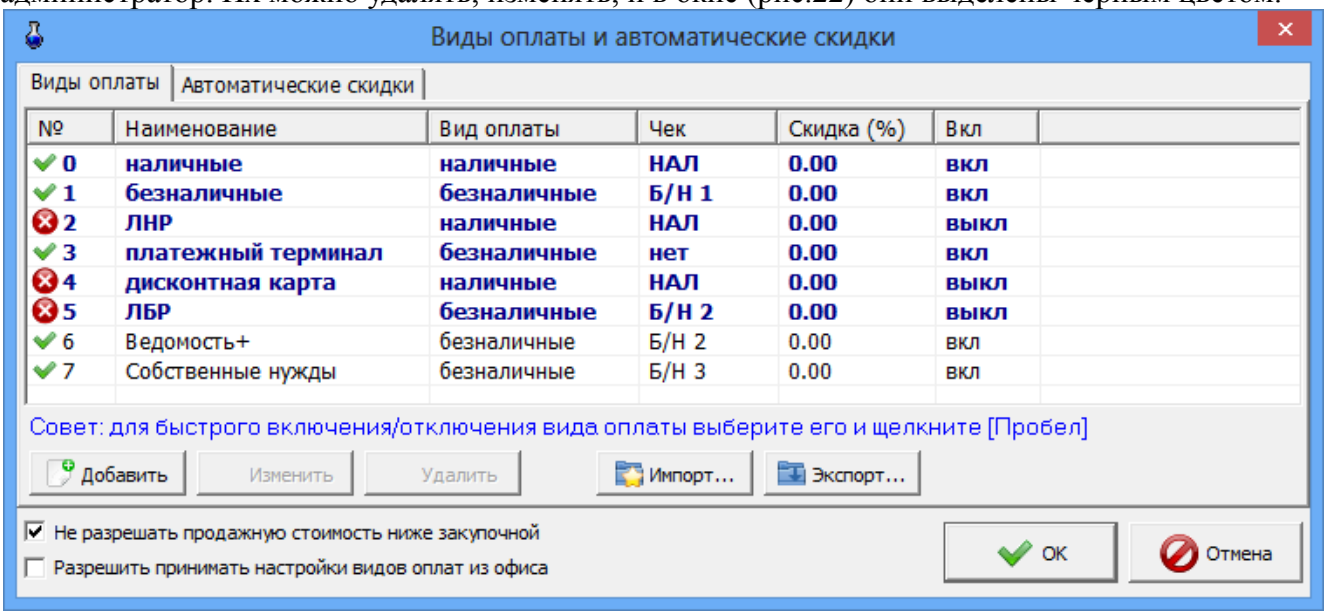
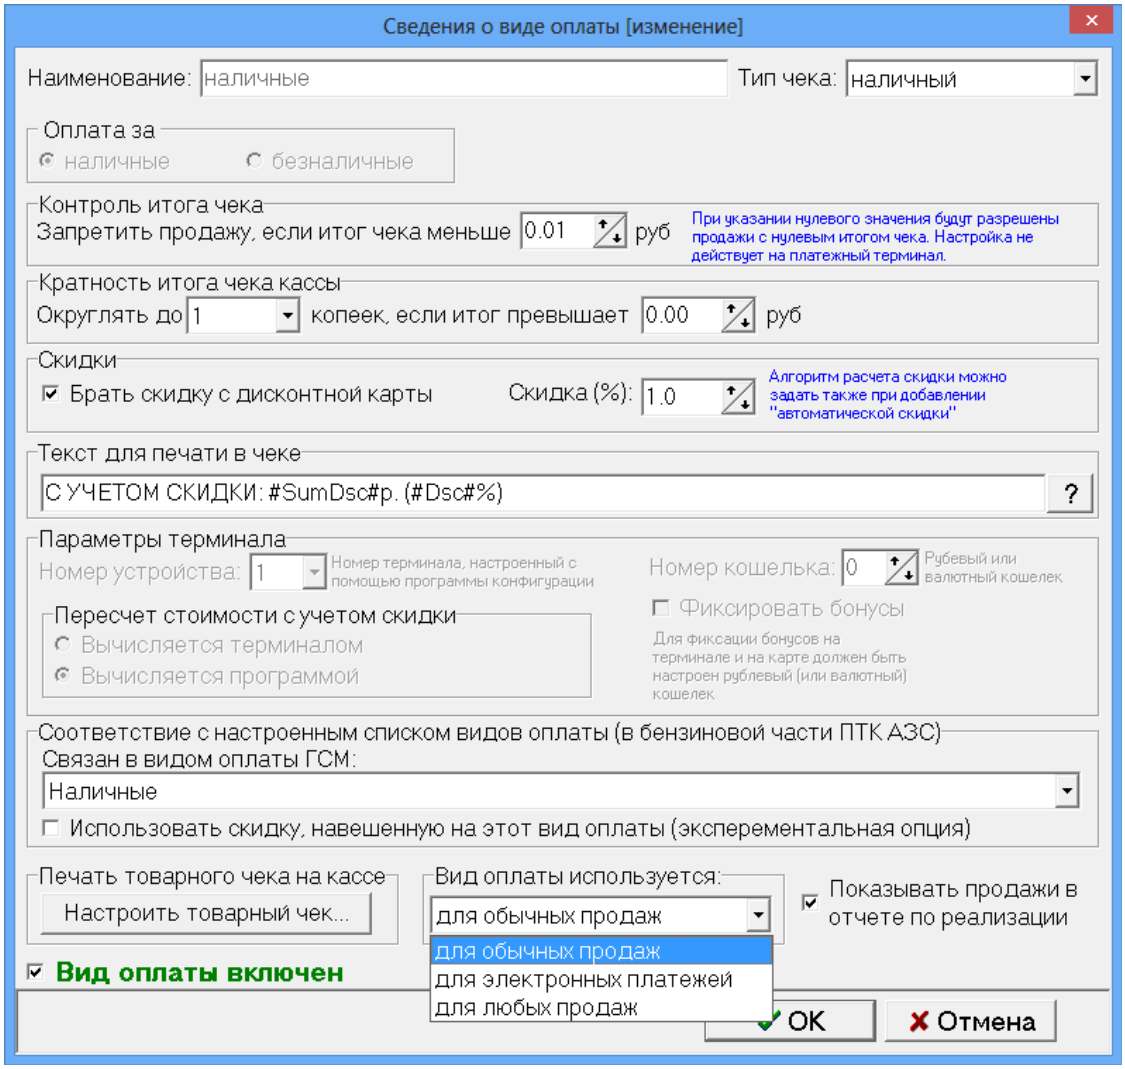

Рис. 22
Рис. 23
- фиксированные виды оплаты - «наличные», «безналичные», «ЛНР», «платежный терминал», «дисконтная карта», «ЛБР». Данные виды оплаты нельзя изменить или удалить. В окне (рис.22) они выделены синим цветом.
– индивидуальные для данной АЗС виды оплаты. Данные виды оплаты вводит администратор. Их можно удалять, изменять, и в окне (рис.22) они выделены черным цветом.
Для ввода (или изменения) вида оплаты в меню «Магазин» выберите пункт «Виды оплаты и скидки», закладку «Виды оплаты». На экране высветится окно, соответствующее рис.22. В открывшемся окне нажмите кнопку «Добавить» (или выделите курсором нужный вид оплаты и нажмите кнопу «Изменить»). Откроется окно, соответствующее рис.23.
Для печати текста скидки в строке ниже наберите текст,который будет печататься в чеке и задайте переменную отображения скидки .Описание переменных смотрите в подсказке нажав «?» (рис.23а)
Рис. 23а
В открывшемся окне редактирования (рис. 23) установите следующие параметры:
Для удаления вида оплаты (рис.22) необходимо в окне выделить курсором строку с нужным видом оплаты и нажать кнопку «Удалить».
Введенные индивидуальные виды оплаты можно сохранить в файл, нажав кнопку «Экспорт». В любое время можно восстановить экспортированные ранее в файла виды оплаты, нажав кнопку «Импорт» (рис.22).